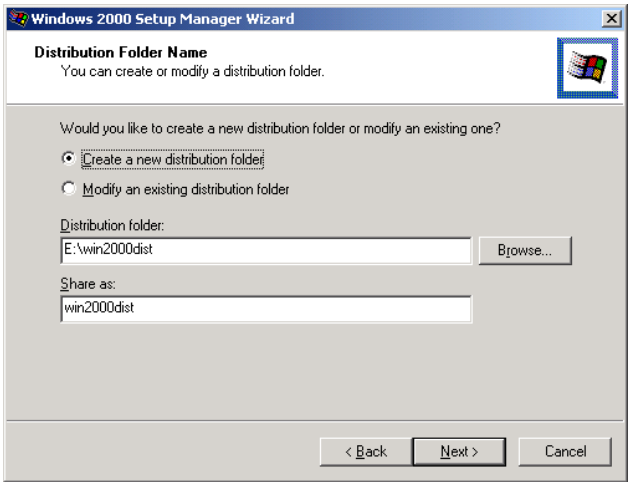

Figure 4. Use Setup Manager to create or modify a distribution folder on the network.
- **Create distribution folder**. The administrator can use the Distribution Folder Name dialog box (Figure 4 below) in the Setup Manager Wizard to create a distribution folder on the network that includes the required Windows source files. The administrator can also modify the distribution folder to include special files to be copied to the user's computer or additional device drivers for use with Windows.